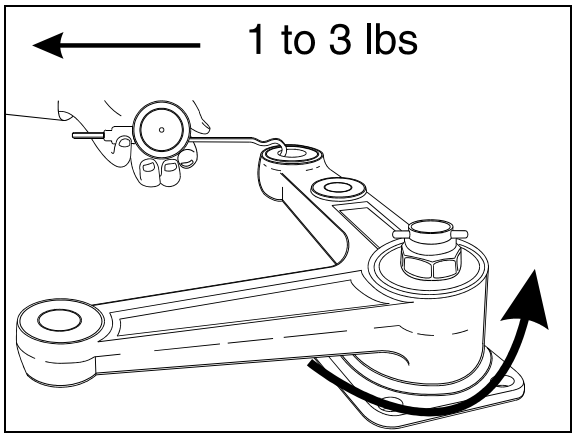

FIGURE 10: BELL CRANK 16045
6. Unscrew nut until bell crank or idler arm starts to turn by the application of 1 to 3 pounds load (Fig. 10).